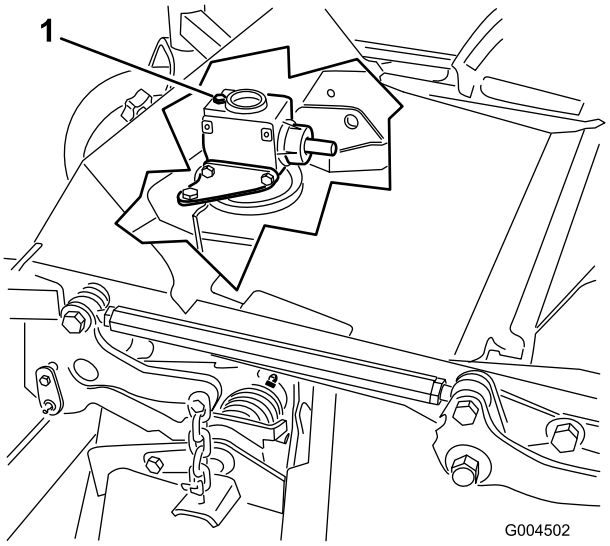

Rysunek 38
6. Odkręć wskaźnik poziomu / korek wlewu z góry skrzyni przekładniowej (Rysunek 38) i upewnij się, że poziom oleju znajduje się między oznaczeniami na wskaźniku poziomu.
6. Odkręć wskaźnik poziomu / korek wlewu z górnej części skrzyni przekładniowej (Rysunek 38).